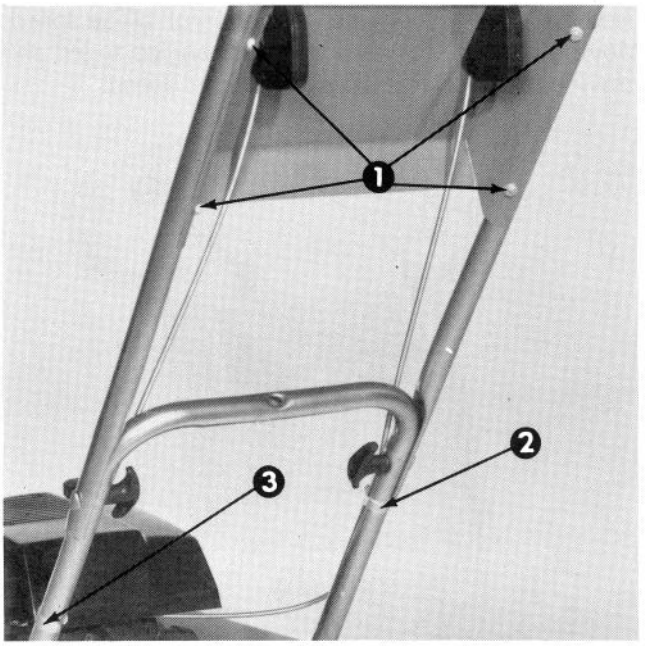

Figure 3
1. Route control panel in front of lower handle and install it between upper handle with four self-tapping screws (Fig. 3). Control cables are in front of handle.
2. Secure traction and throttle control cables to inside of lower handles with cable clips (Fig. 3).